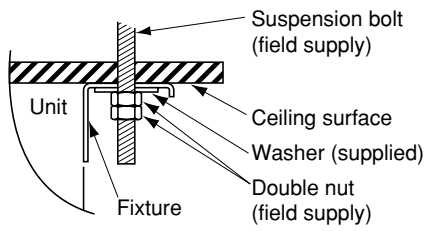
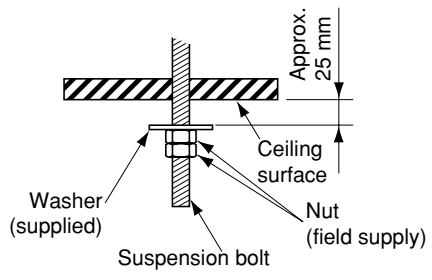

**Fig. 3-43**
**Fig. 3-45**
(6) Carry out the preparation for suspending the indoor unit. The suspension method varies depending on whether there is a suspended ceiling or not. (Figs. 3-43 and 3-44)
(7) Suspend the indoor unit as follows:
a) Mount 1 washer and 2 hexagonal nuts on each suspension bolt as shown in Fig. 3-45.